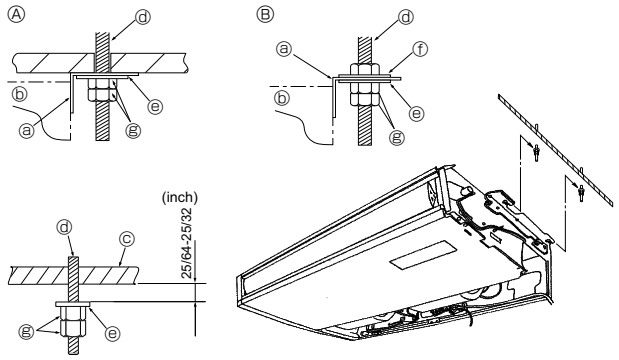

Fig. 3-6
3.3. Installation de l’appareil intérieur (Fig. 3-6)